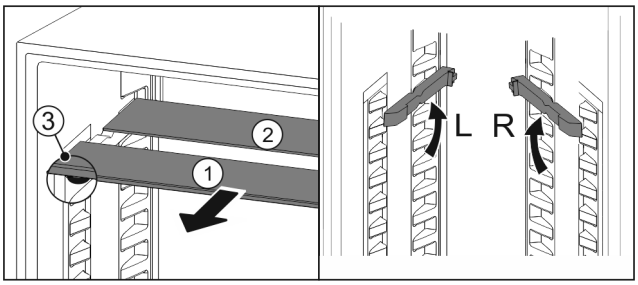

Fig. 115
▶ Pull the glass panels out *Fig. 115 (1)* from the front, one at a time.
▷ The glass panel *Fig. 115 (1)* and trim strip are at the front.
▷ The stops *Fig. 115 (3)* point down.